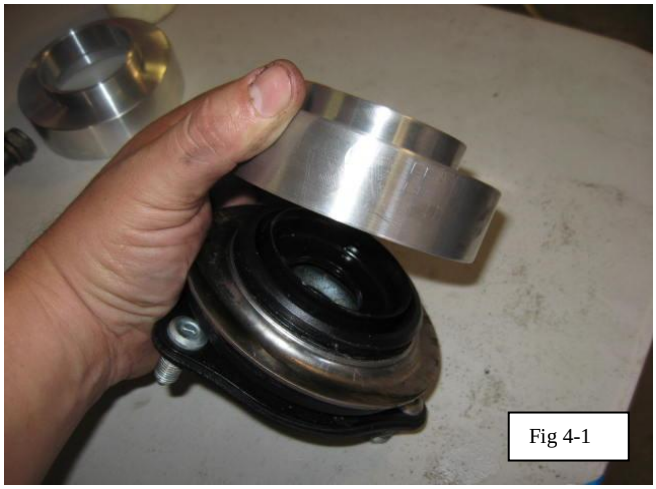
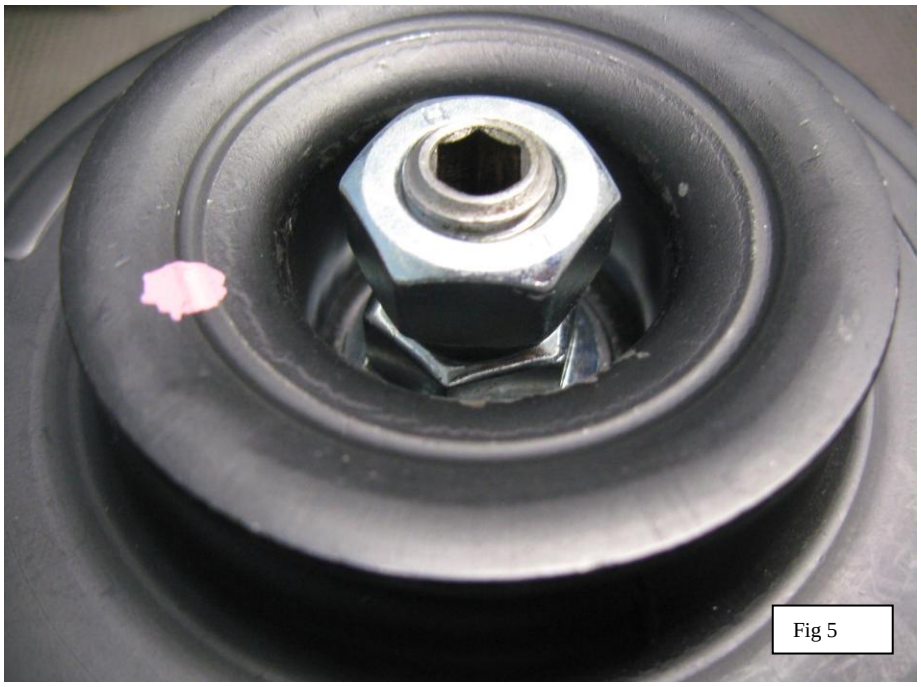

Fig 4-1
Fig 5
9. Assemble the OE top hat and coil adapter as shown in figure 4-1,2. Place onto the rod the flat washer then the 12 mm flange nut, tighten the flange nut. Then thread the 12mm jam nut on and tighten. This secures the flange nut in place. (Figure 5)